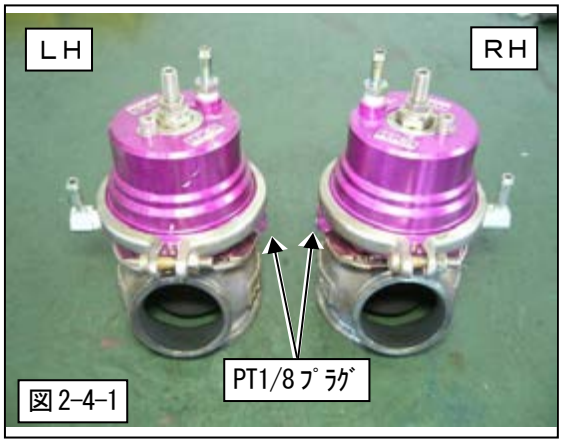

図 2-4-1
(1) ウエストゲートにニップル、プラグを取付けてください。(図 2-4-1)